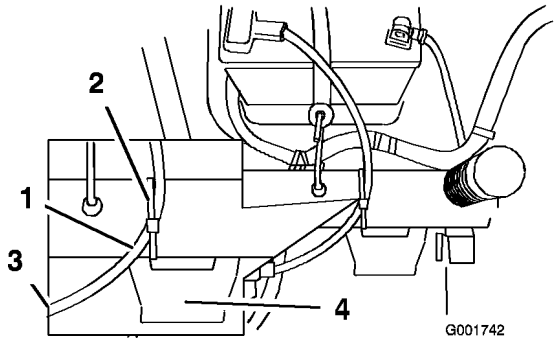

Figure 2
1. Acheminez le câble de batterie de la borne positive au solénoïde. Assurez-vous que le câble passe au-dessus de la traverse et entre les supports du siège, comme illustré (Figure 2).